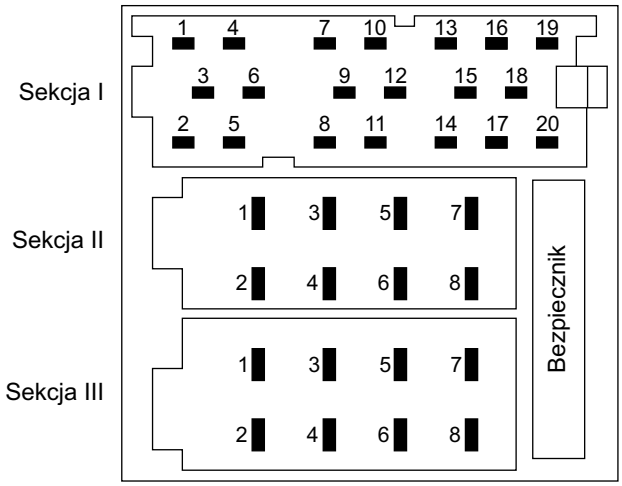

Rys.2
2. Gniazdo ISO Grundig 2 (rys.2)